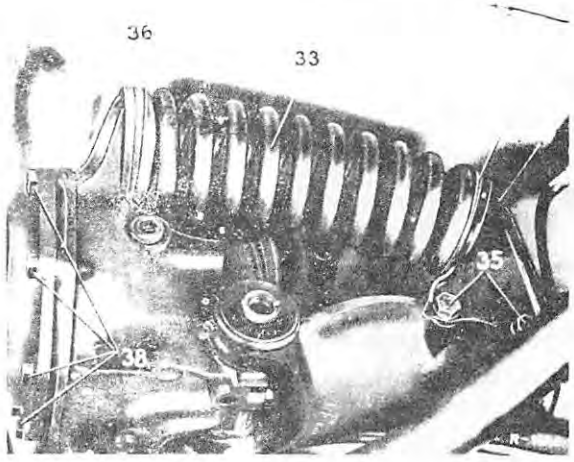
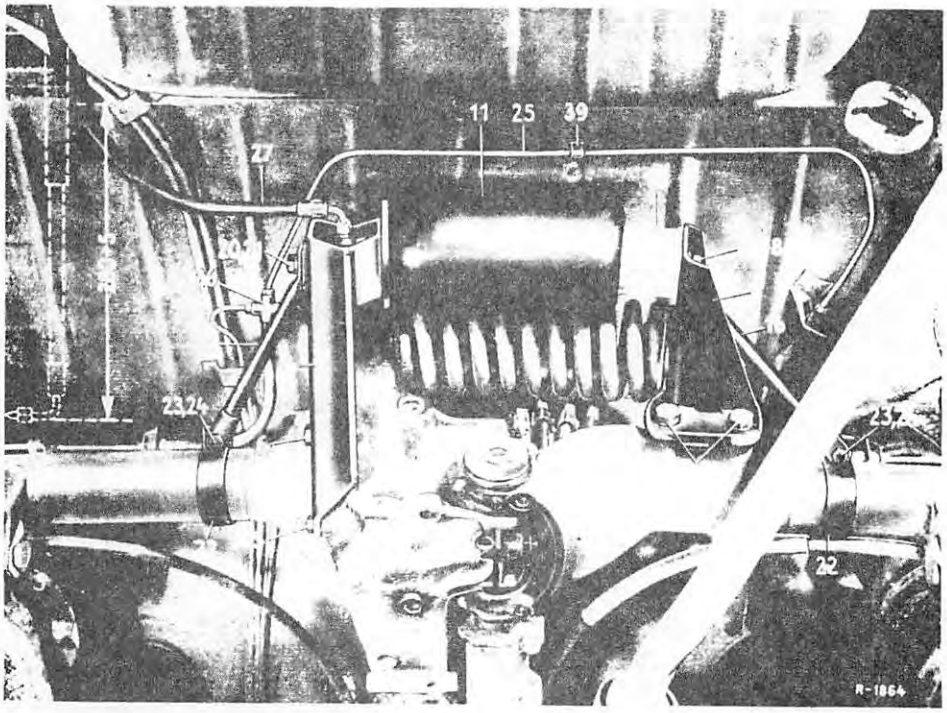

Fig. 1
Fig. 2
compensating spring (33) until the support (34) on the right axle tube is relieved from load (Fig. 1).
2. Unscrew support (34) and remove compensating spring.
3. Remove distributor, rear, left, and brake line - from rear distributor to right brake hose holder - and install distributor (26) and longer brake line (25) instead. For securing the clip (39) drill a hole of 6.2mm dia. into the frame floor at a distance of approx. 35 mm behind the existing mounting hole (Fig. 2).
5. Screw on support (1) first with inner hex.-hd. screw (2) and lock washer (3) and swing support slightly outward (Fig. 2). Insert pre-tensioned compensating spring, swing support (1) inwards and then screw in outer hex.-hd. screw (2) with lock washer (3). Then tighten both hex.-hd. screws with a torque of approx. 12 mkg. Loosen spring tightener and remove it. Take care that the compensating spring is properly seated between the rubber rings (36 and 37) (Fig. 1). Lower rear of car again.
6. Remove 5 hex.-hd. screws (38) from flange of the left axle tube (fig. 1). Screw support (4) with bellows already mounted to the flange of the left axle